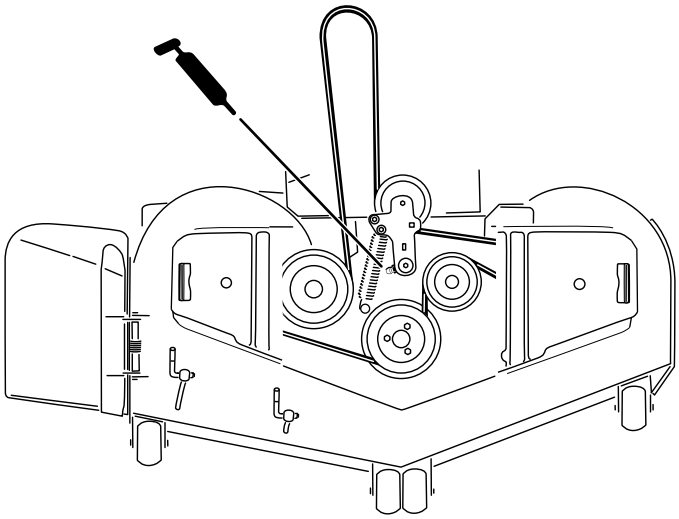
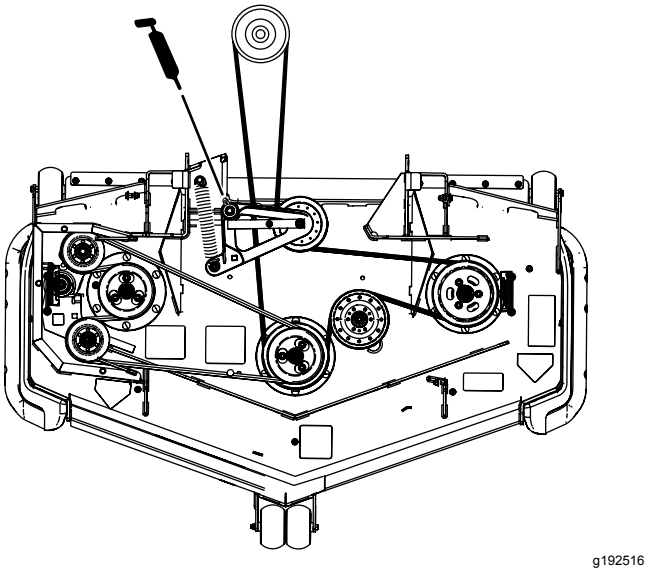

Figur 53
Figur 54
5. Smør drejeleddet på plæneklipperskjoldets styreremskive, indtil der kommer fedt ud af bunden (Figur 53 eller Figur 54).